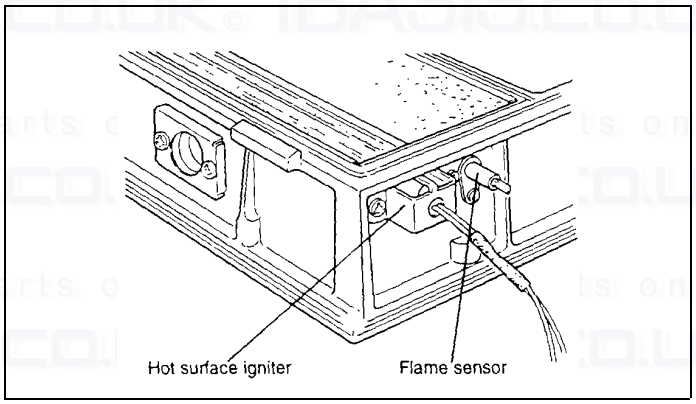
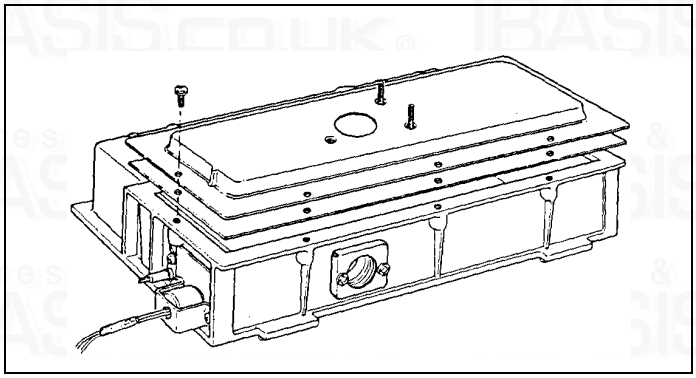

FIG. 19 HOT SURFACE IGNITER & FLAME SENSOR
FIG. 20 REMOVAL OF BURNER
b) The igniter assembly is retained by two MS pozi drive screws. Remove screws and carefully remove old igniter, if the igniter has become damaged, invert the combustion chamber and shake gently to allow damaged segments to be removed from the chamber. See FIG. 19.
b) Remove screw retaining sensor and withdraw from the combustion chamber. See FIG. 19.
b) Remove burner FIG. 20 hot surface igniter and flame sensor. FIG. 19.
b) Remove 8 M5 screws retaining burner to the combustion chamber. FIG. 20.